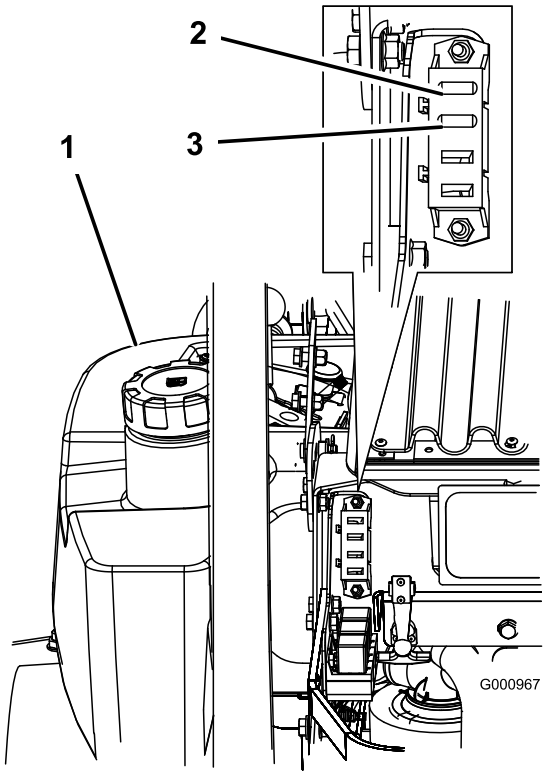

Figur 41
1. Løsn motorhjelmen, og hæv den for at få adgang til sikringsholderen (Figur 41).
3. Isæt en ny sikring (Figur 41).